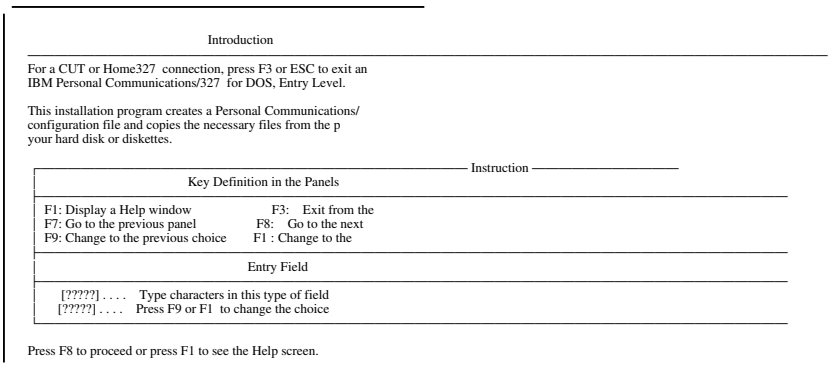

Figure 1. Introduction Panel
3. Type **INSTALL** and press Enter. You will see the IBM logo, followed by the Introduction panel shown Figure 1 on page 15.